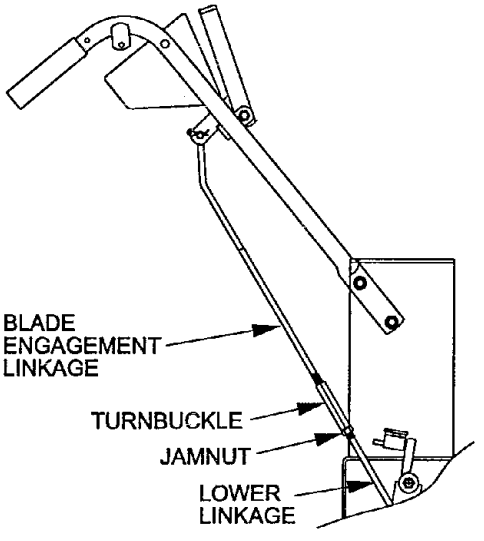

FIG 5
3.9 Connect the blade engagement linkages. Loosen jamnut and remove turnbuckle from lower linkage. Screw turnbuckle onto both upper and lower linkages simultaneously (See Fig. 5). Note that threads on upper linkage are left hand. See 5.2.2 for linkage adjustment.